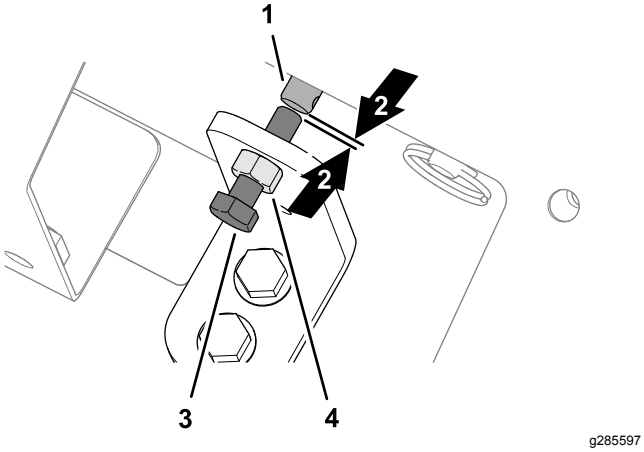

**Figur 33**
1. Lossa kontramuttern vid det manuella säkerhetsfästet (Figur 33).
2. Vrid sexkantsskruven till säkerhetsventilen moturs tills du ser ett litet mellanrum mellan skruvänden och änden av golvhastighetsmagnetventilens skaft (Figur 33).
3. Dra åt kontramuttern (Figur 33).